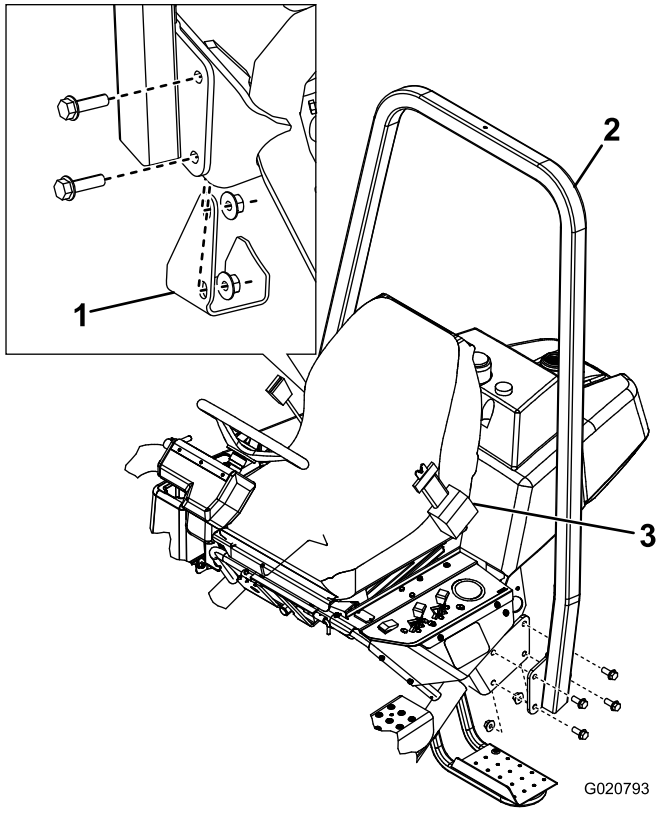

Figura 6
2. Baje el bastidor ROPS (Figura 6) sobre los soportes de montaje, alineando los taladros de montaje.